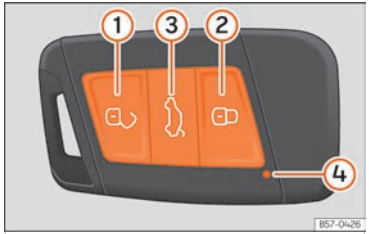

Fig. 43 Vehicle key
When a button is pressed briefly on the vehicle key, the control lamp ④ ››› Fig. 43 flashes once briefly, but if pressed for a long period of time, it will flash several times, for example, when using the comfort opening.